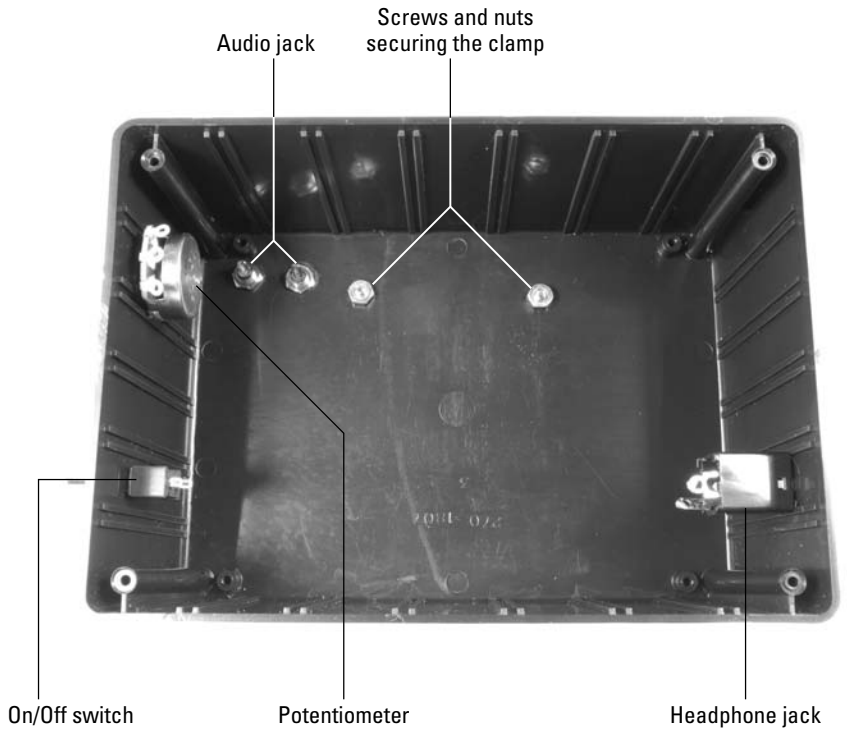

Figure 6-16: Box with on/off switch, potentiometer, headphone jack, clamp, and audio jacks.
1. **Drill holes in the box where you will mount the potentiometer, audio jacks, headphone jack, clamp, and on/off switch, as shown in Figure 6-16.**